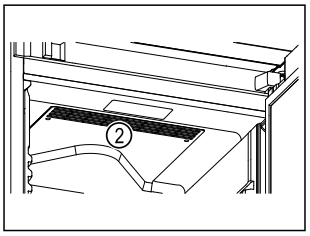

Fig. 67
- ❑ Păstrați libere fantele de ventilație *Fig. 67 (2)* ale suflantei de recirculare a aerului din interior.